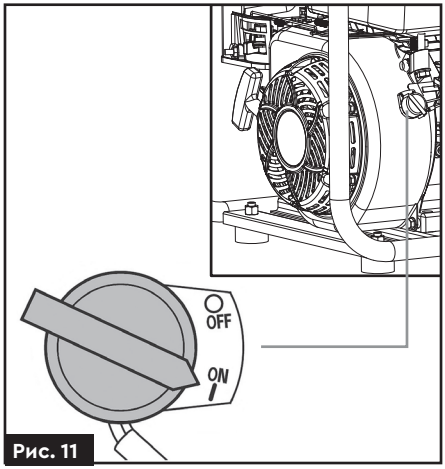

Рис. 11
1. Переведіть перемикач запалювання **(рис. 11)** у положення **«ВВІМК» (ON)**.